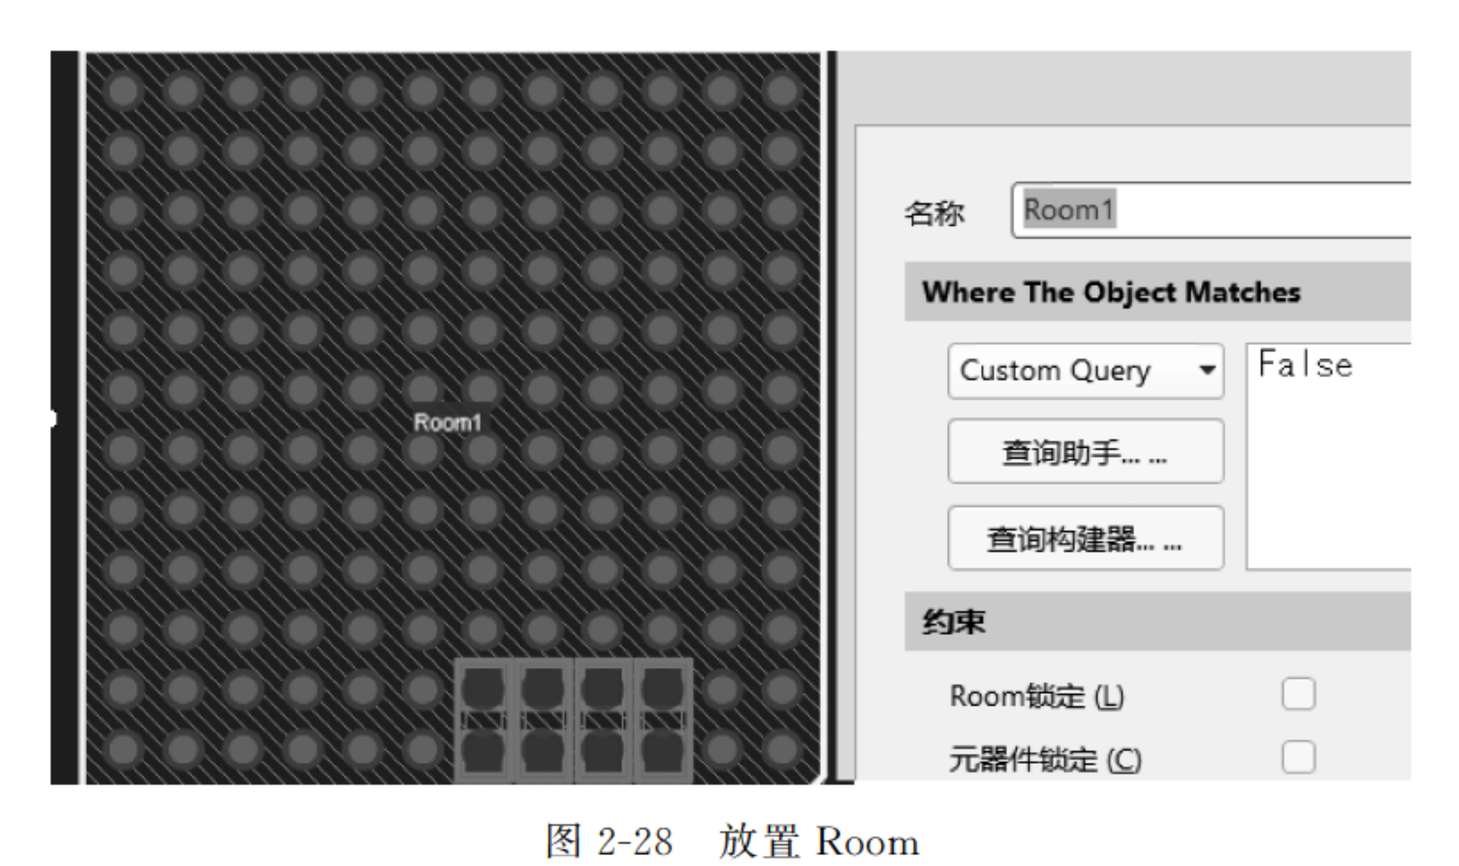

图 2-28　放置 Room
(2) 在需要设置 Room 规则的地方放置 Room,如在 BGA 上放置一个 Room,在放置 Room 的状态下按 Tab 键,可以对 Room 的名称和参数进行设置,如图 2-28 所示,放置一个名称为 Room1 的区域。